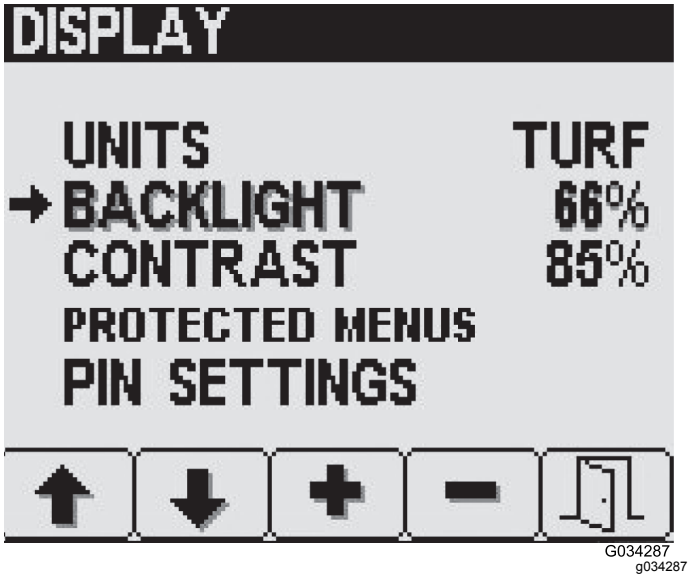

図 21
1. 表示Display画面からボタン 2 を何度か押してBacklight または Contrast を選択する図 21。
2. ボタン3 と 4 を使って希望する値にセットする図 21。